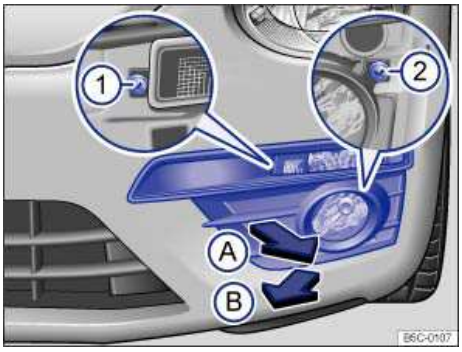
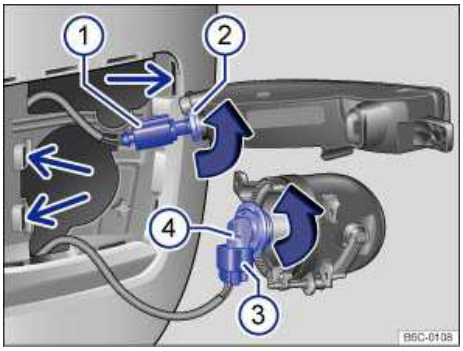

Fig. 181 In the left side of the front bumper: Removing the headlight.
Fig. 182 Replacing the bulb in the headlight.
Front turn signal ⇒ fig. 182 (2)	**Fog light / cornering light (4)**
2.	Starting at the inside, pull the cover forward slightly by the fins until the retainers release ⇒ fig. 181 (arrow (A)).
3.	Pull the cover out of the side mounts in the direction of the arrow (B).
4.	Remove the screws (1) and (2) using the screwdriver in the vehicle tool kit
5.	Tilt the light forward slightly and remove it from the side mounts ⇒ fig. 182 (small arrows).
6.	Release the connector (1) and disconnect it.	Release the connector (3) and disconnect it.
7.	Turn the bulb holder (2) in the direction of the arrow until it stops and remove it toward the rear with the bulb.	Turn the bulb holder (4) in the direction of the arrow until it stops and remove it toward the rear with the bulb.
10.	Attach the connector (1) to the bulb holder (2). The connector must latch with a “click.”	Attach the connector (3) to the bulb holder (4). The connector must latch with a “click.”
12.	Tighten the screws ⇒ fig. 181 (1) and (2) with the screwdriver.
13.	Beginning at the outside, insert the cover into the bumper opposite the direction of the arrow (B).